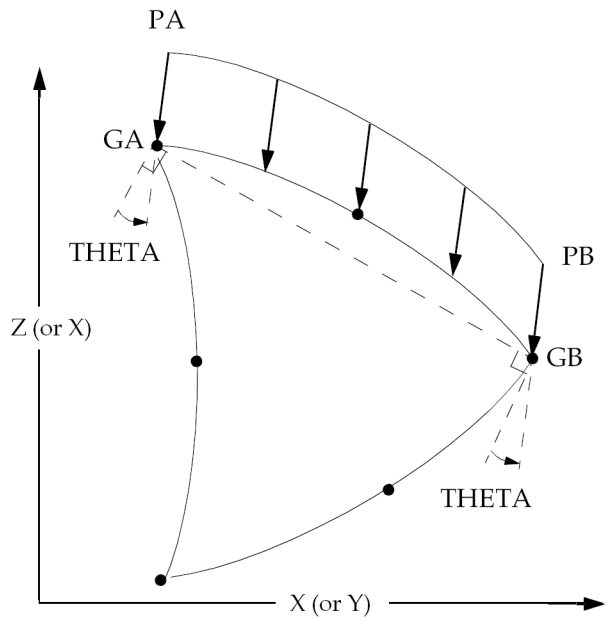

Figure 16-19. Pressure Load Example
3. When THETA=0.0, the load is normal to the line segment connecting GA and GB. When Pi is defined positive, relative to THETA=0.0, the load is directed into the element. When the elements are defined on the XZ-plane, a positive THETA rotates the load in the negative Y-direction using the right-hand-rule. When the elements are defined on the XY-plane, a positive THETA rotates the load in the negative Z-direction using the right-hand-rule. See Figures 16-19 and 16-20.